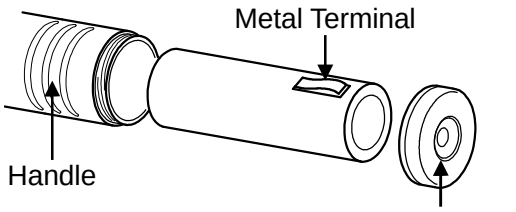

Fig. 4.1
(1) Remove the Bottom Cap from the Handle by turning counter-clockwise.
(2) Remove old battery.
(3) Insert the new battery with the Metal Terminal toward the Bottom Cap (see Fig. 4.1).
(4) Screw the Bottom Cap shut by turning clockwise.